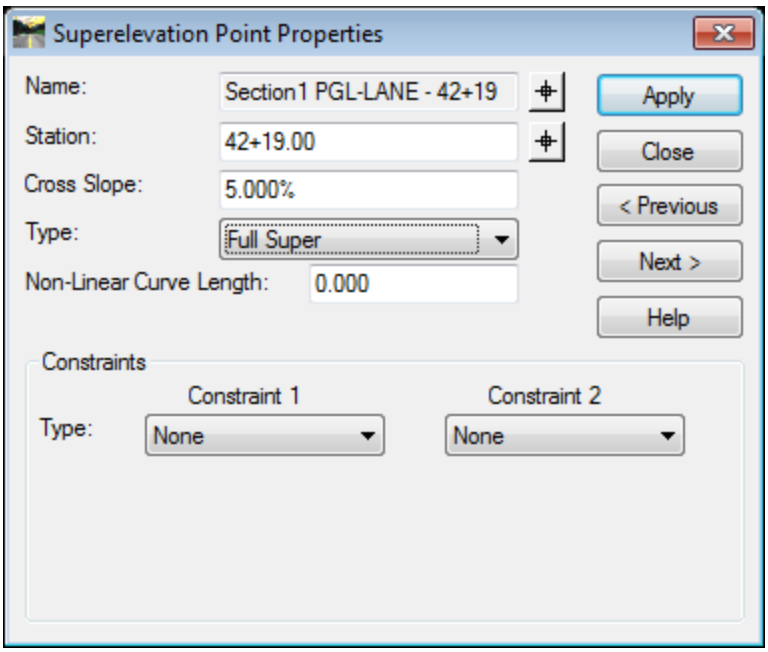

Figure L8-71 Superelevation Point Properties
- In the **Cross Slope:** field, key-in **5.000%** as shown in *Figure L8-71*.